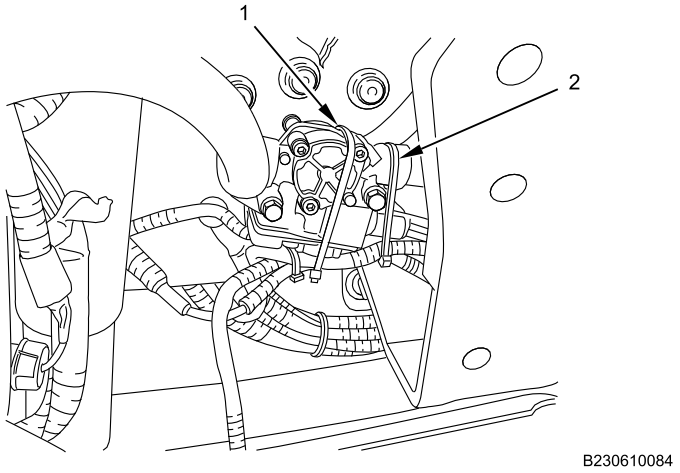

Figure 2. Left ABS Modulator Cable Lock Straps.
3. Remove and discard two cable lock straps (Figure 2, Item 1 and 2) from left ABS modulator.